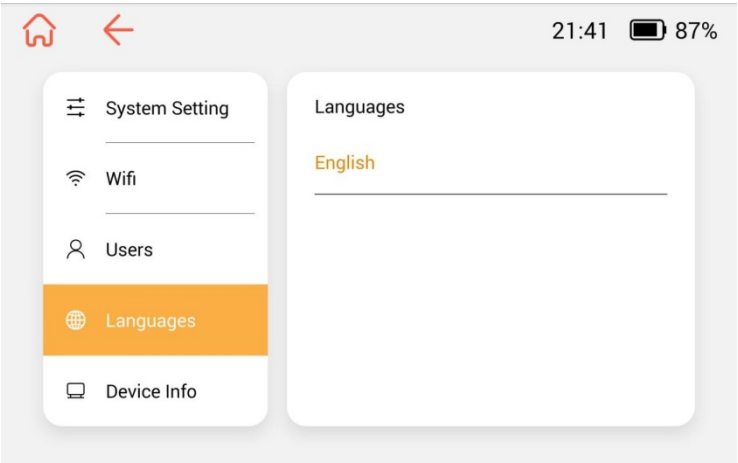

Рис. 7.4 Интерфейс настройки языка
7.3 Пользователи: многопользовательский интерфейс управления, дающий возможность создавать новых пользователей и изменять информацию о пользователях. (Рис. 7.4)
7.4 Язык: в настоящее время только английский. (Рис. 7.4)